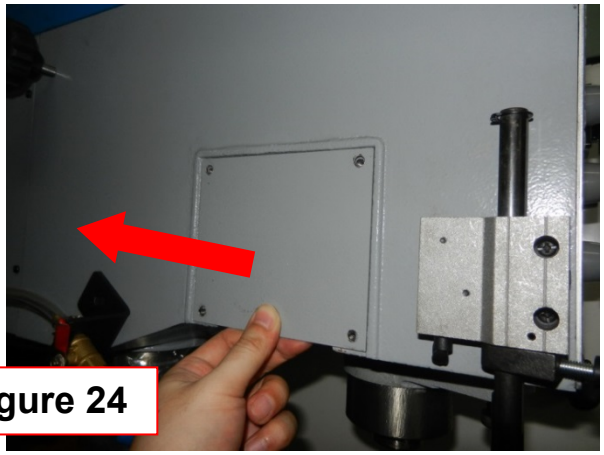

Figure 24
1. Retirez le panneau de protection pour accéder au bloc de ressorts. (**Figure 24**).